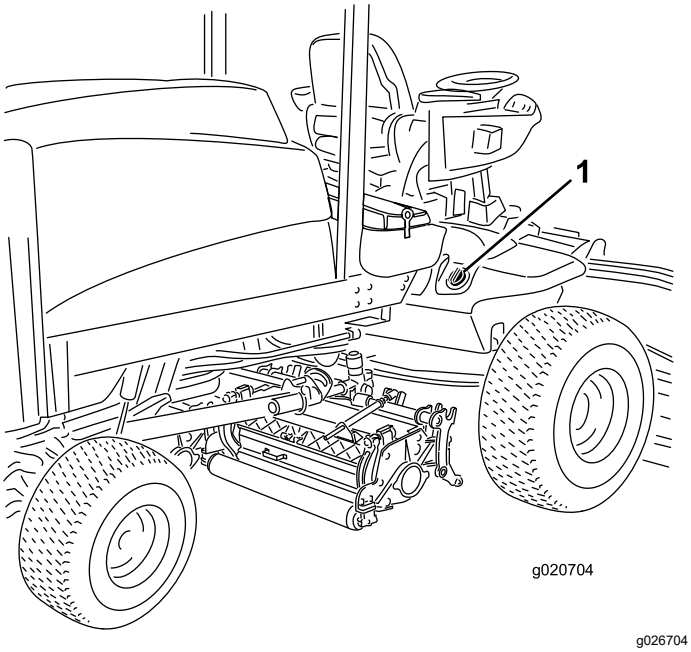

Figur 37
2. Rengjør rundt påfyllingshalsen og lokket på tanken for hydraulisk olje (Figur 37). Ta lokket av påfyllingshalsen.